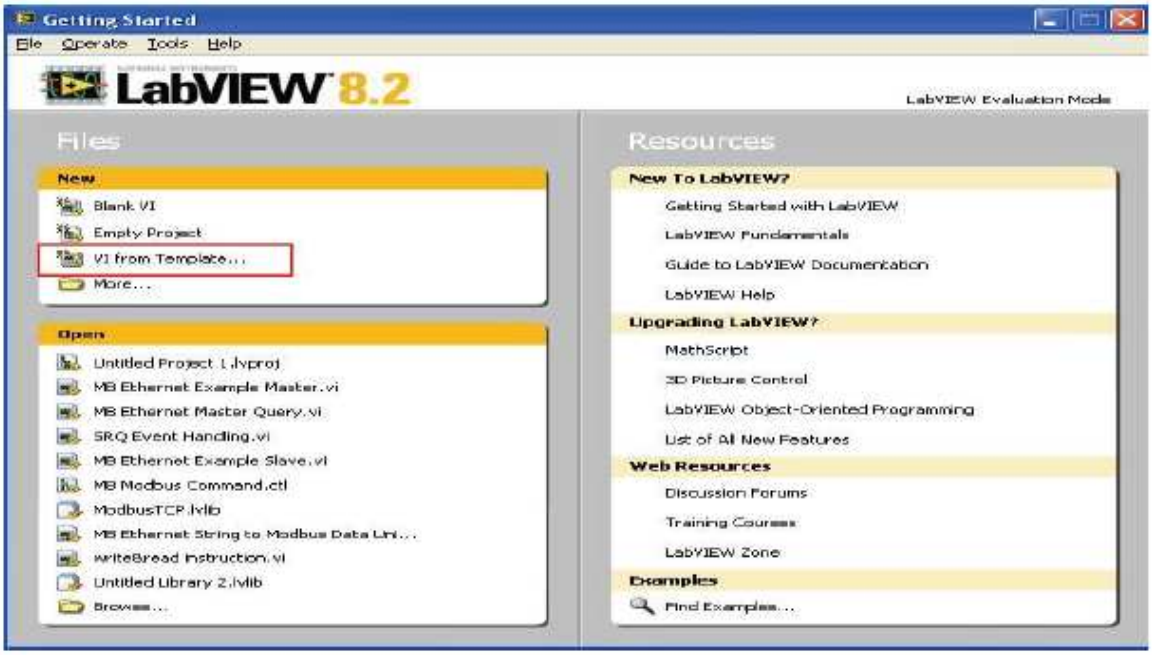

*Рис.4*
2.2 Запустите программу NI LabVIEW, выберите **VI from Template** (Рис.4)